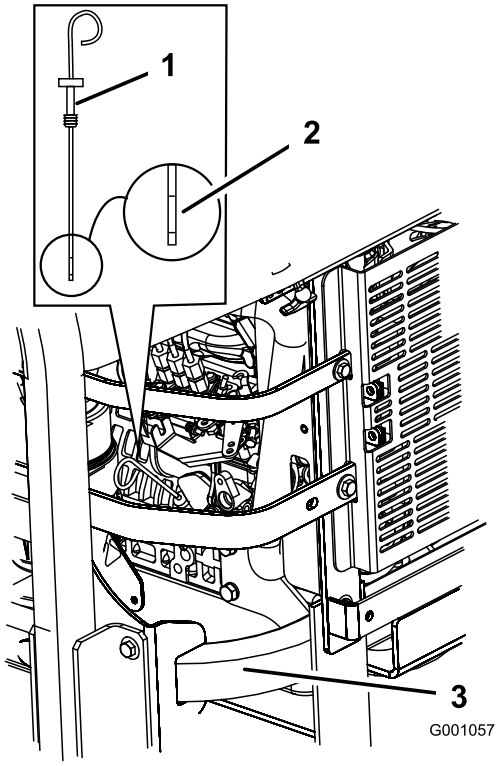

Figuur 38
3. Maak de omgeving van de peilstok schoon (Figuur 38), zodat er geen vuil in de vulopening kan komen, waardoor schade aan de motor kan ontstaan.
4. Trek de peilstok eruit en veeg het metalen deel schoon (Figuur 38).
5. Schuif de peilstok helemaal in de vulbuis. Trek de peilstok uit en controleer het oliepeil op het metalen deel (Figuur 38). Als het oliepeil te laag is, moet u langzaam net genoeg olie in de vulbuis gieten totdat het peil de Vol-markering bereikt.